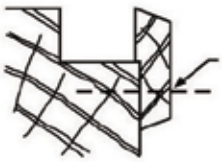

Fig.5
- sia avvitandoli al profilo consentendo di comprimere le guarnizioni impermeabili (Fig. 5).